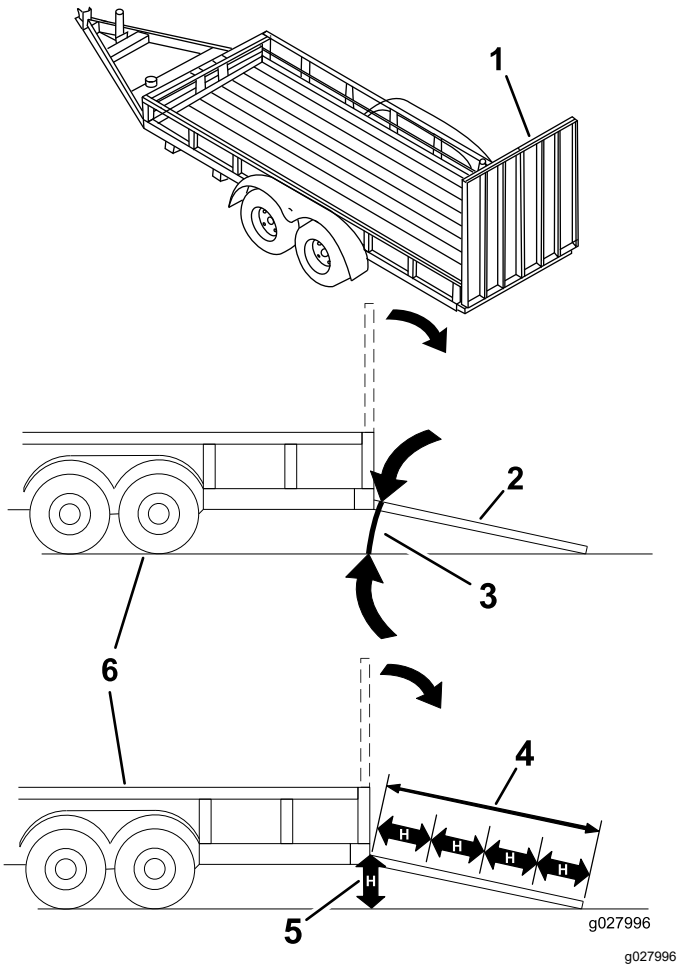

Bild 35
Das Laden einer Maschine auf einen Anhänger oder einen Lastwagen erhöht die Umkippgefahr und könnte schwere oder tödliche Verletzungen verursachen (Bild 35).
3. Senken Sie die Rampe ab und stellen Sie sicher, dass der Winkel zwischen der Rampe und dem Boden höchstens 15 Grad beträgt (Bild 35).
1. Senken Sie die Rampe ab und stellen Sie sicher, dass der Winkel zwischen der Rampe und dem Boden höchstens 15 Grad beträgt (Bild 35).